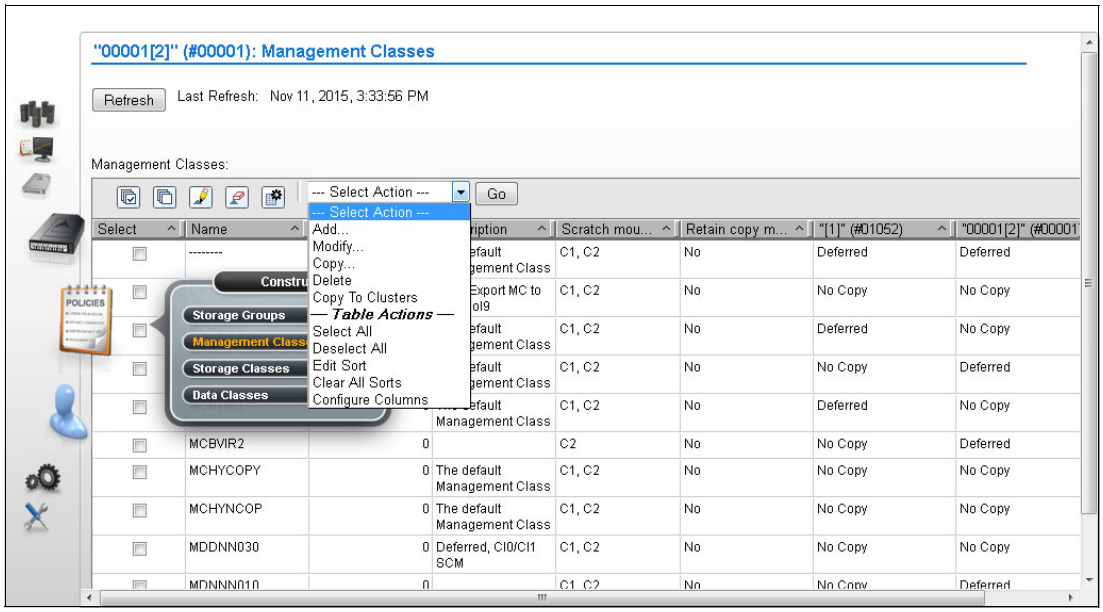

Figure 10-8 MI Management Classes window on a grid
Use this window to define, modify, copy, or delete the MC that defines the TS7700 copy policy for volume redundancy (see Figure 10-8). The table displays the copy policy that is in effect for each component of the grid.
1. Select **Add** from the Management Class menu that is shown in Figure 10-8 on page 474 and click **Go**.